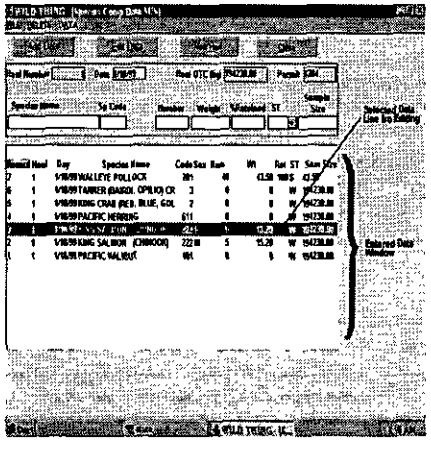

Figure 16-5: Data edit
b) After saving data to the database, you must use the editing function of the ATLAS program to edit data. Data saved to the database is listed in the Entered Data widow grid. This widow is located either to the right of or below the Data Fields (see Figure 16-5). You may start from either the main window or while you are working within a form: